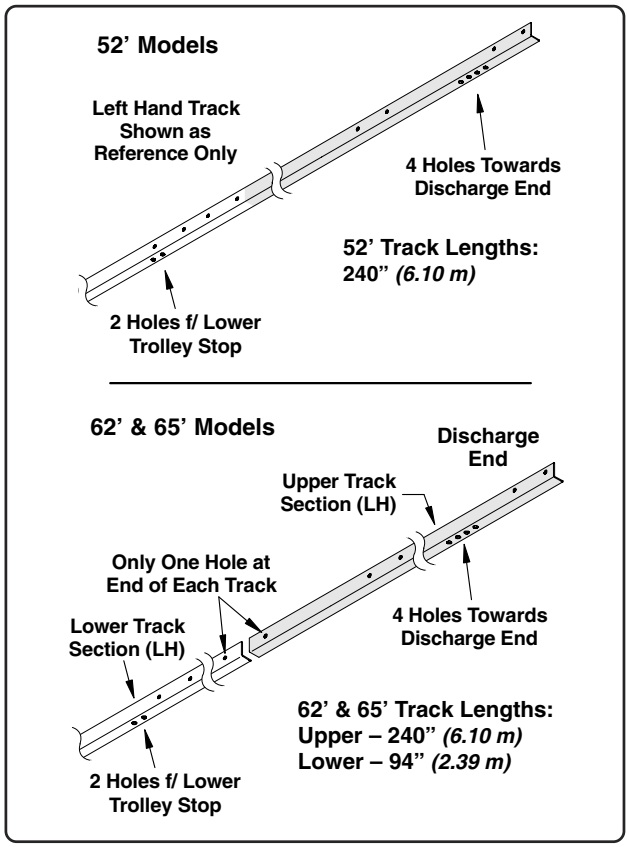

Fig. 23
The set of four (4) holes on the bottom side of the tracks will be positioned at the discharge end of the auger (See Fig. 23, Page 30).
On augers that use more than one set of tracks you will note that one end of the track has only one mounting hole approximately 3" from the end, this end will abut with the end of the next section of track which also has one hole 3" from its end (See Fig. 23).